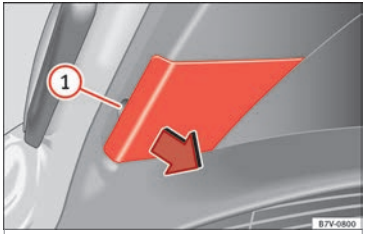

Fig. 111 On the rear lid: Remove the cover.
2. Extract the cover carefully using the flat part of the screwdriver from the vehicle tool kit as a lever (»» Fig. 100) on the indent »» Fig. 111 (1).